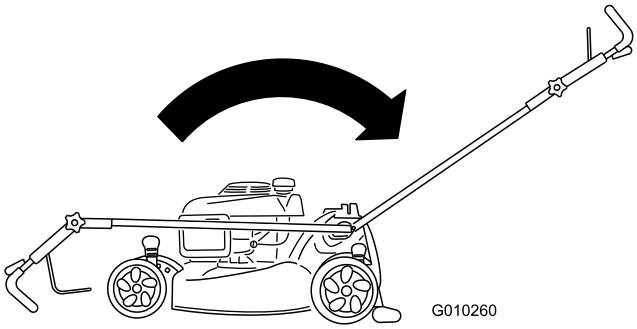

**Figur 3**
1. Flyt håndtaget bagud og hold det øverste håndtag på plads (Figur 3).